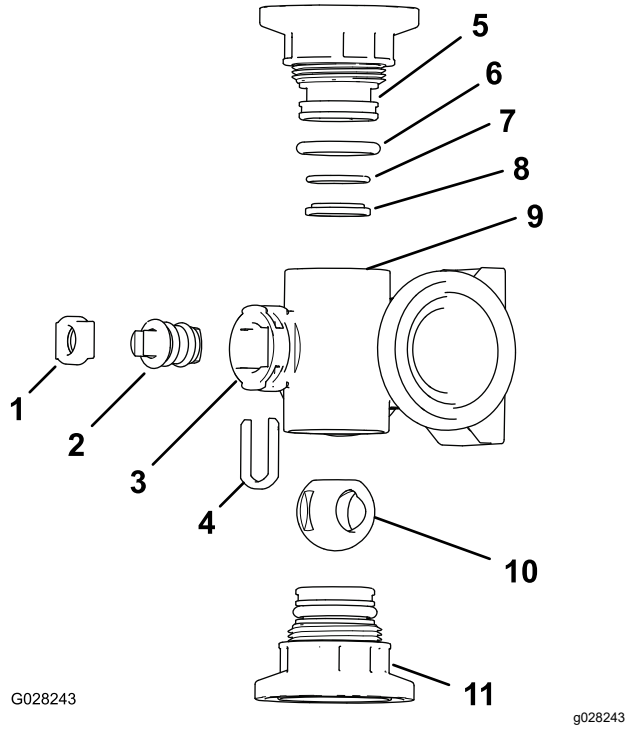
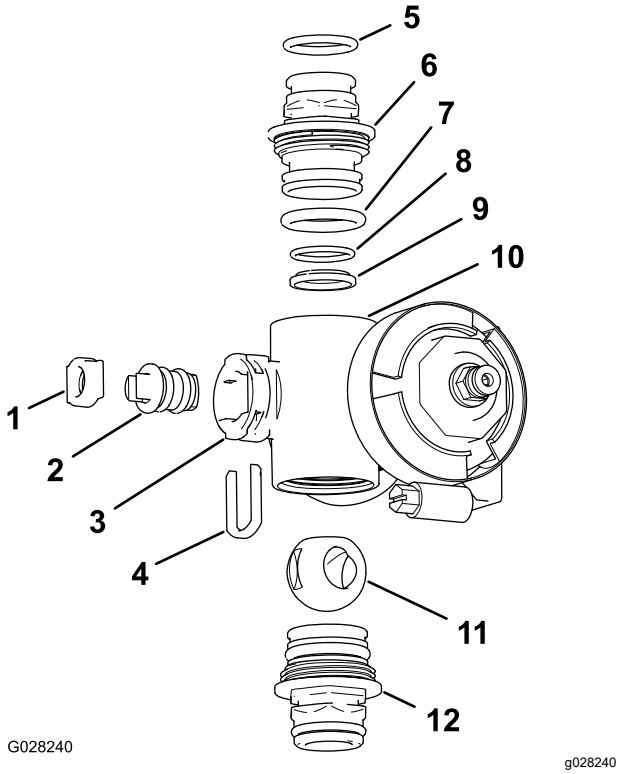

Figure 125
Figure 126
2. Remove the 2 end-cap-fitting assemblies from each end of the manifold body (Figure 125 and Figure 126).
4. Remove the stem retainer from the slots in the stem port in the manifold (Figure 125 and Figure 126).
5. Remove the stem retainer and valve stem seat from the manifold (Figure 125 and Figure 126).
6. Reach into the manifold body and remove the valve-stem assembly (Figure 125 and Figure 126).
1. Check the condition of the outlet fitting O-rings (section valve manifold only), end cap O-rings, back seating O-rings, and ball seat for damage or wear (Figure 125 and Figure 126).
2. Apply silicone grease to the valve stem and insert it into the valve stem seat (Figure 125 and Figure 126).
3. Install the valve stem and seat into the manifold and secure the stem and seat with the stem retainer (Figure 125 and Figure 126).
4. Ensure that the back seating O-ring and the ball seat are aligned and seated into the end-cap fitting (Figure 125 and Figure 126)
5. Install the end-cap fitting assembly onto the manifold body until the flange of the end-cap fitting touches the manifold body (Figure 125 and Figure 126), then turn the end-cap fitting an additional 1/8 to 1/4 turn.